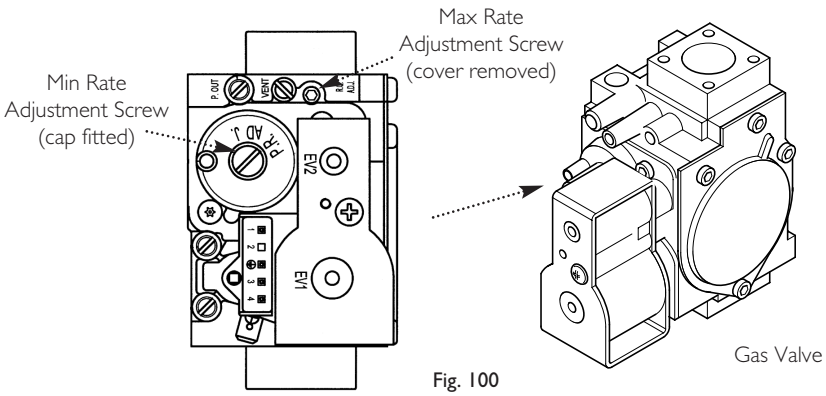

Fig. 100
8. It is possible to alter the $CO_2$ by adjustment of the gas valve. Remove the plastic cover from the 'Max Rate' adjustment screw. At maximum rate the 'Max. Rate' adjustment screw should be turned, using a suitable hexagon key, until the correct reading is obtained (Fig. 100). Turning clockwise will reduce the $CO_2$. Anticlockwise will increase the $CO_2$.
10. With the boiler on minimum, the 'Min. Rate' adjustment screw must be altered, using a suitable hexagon key, after removing the cap (Fig. 100). Turning anti-clockwise will reduce the $CO_2$. Clockwise will increase the $CO_2$. If the $CO_2$ is reset at either boiler rate it must be rechecked at the other rate and also adjusted if required.